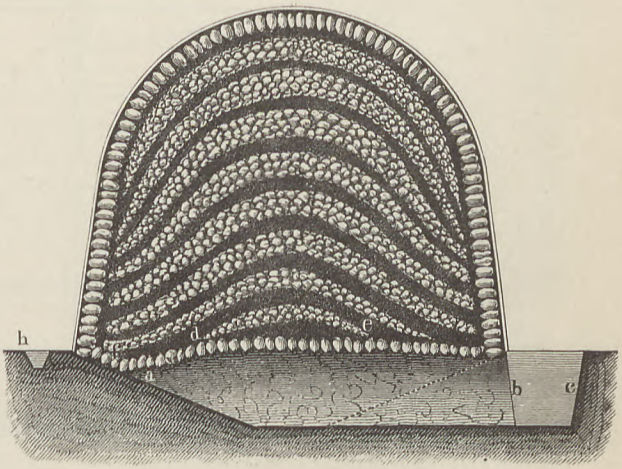

Fig. 159.
2. In Meilern, Fig. 159 u. 160. Auf einer ebenen kreisförmigen Bodenfläche von etwa 2,90 m Halbmesser wird in der Mitte eine cylindrische Grube von 0,65 m Weite